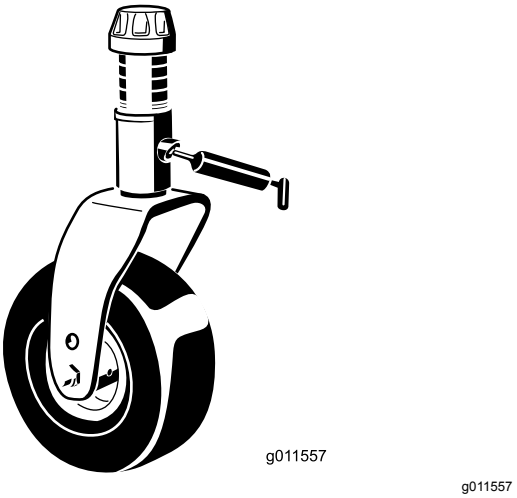

Figuur 67
- 2 lagerbussen van de as van de zwenkwielvork (Figuur 67)